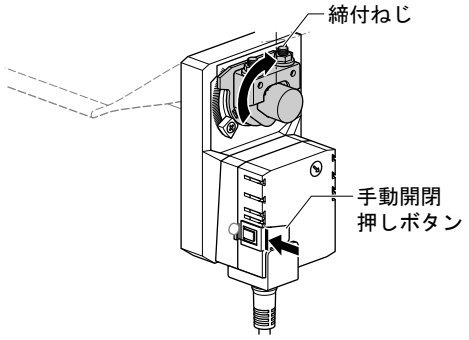

図6
(3) 手動開閉押しボタンを押しながら、手動で締付ねじが垂直になる位置（図6参照）までダンパ操作器を操作します。